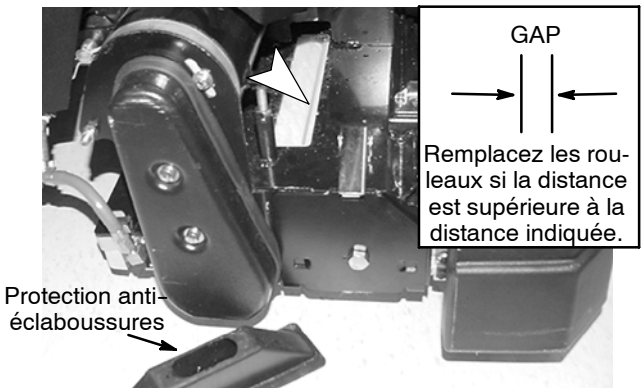

FIG. 27
4. Nettoyage ReadySpace : Retirez la protection anti-éclaboussures et vérifiez l'usure des rouleaux. Si la distance entre les deux rouleaux est supérieure à 4 mm, remplacez les rouleaux (Figure 27). Remplacez toujours les rouleaux par jeu.